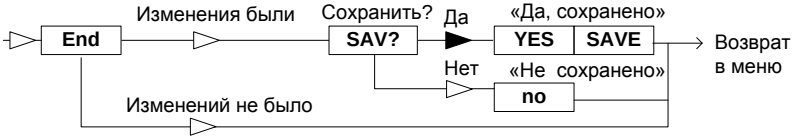

Рисунок 17
3.7.7.1 В конце каждого меню высвечивается **End**, и при кратковременном нажатии правой кнопки произойдет выход из меню. Если параметры редактировались, то последует запрос на сохранение изменений **SAv?** (рисунок 17). Для подтверждения сохранения необходимо сразу нажать и удерживать правую кнопку – сохранение подтверждается высвечиванием **YES** и **SAVE**. Кратковременное нажатие на любую кнопку, а также пауза более 5 секунд приведет к отмене изменений – высветится **no**.